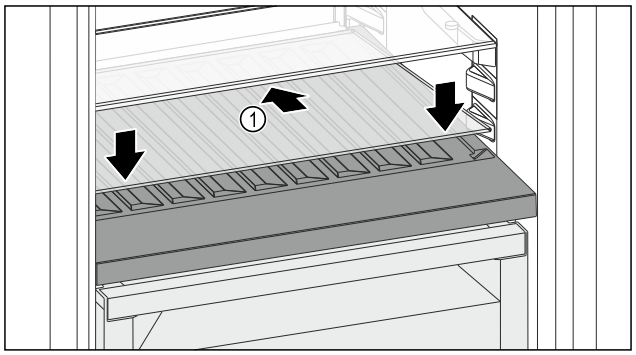

Fig. 186
▶ Așezați placa de sticlă *Fig. 186 (1)* oblic și spre spate înclinată în jos.
▶ Coborâți în față placa de sticlă *Fig. 186 (1)*.